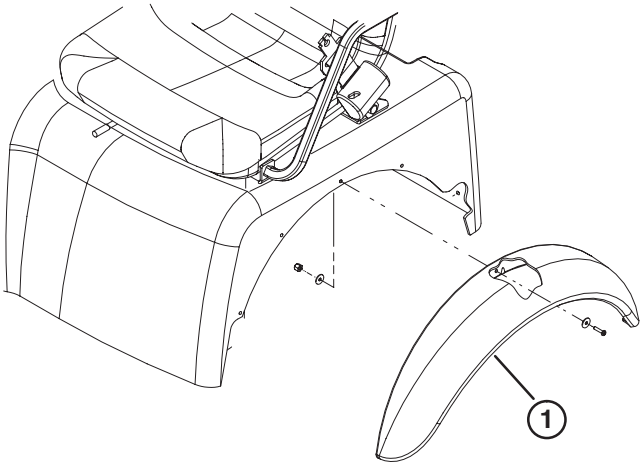

Bild 5
1. Richten Sie die fünf Befestigungslöcher für den Kotflügel mit den Löchern auf jeder Seite des Rahmens aus (Bild 5).